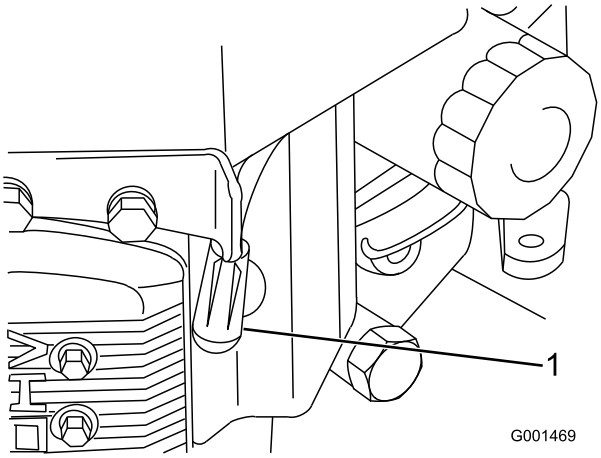

Figura 34
3. Desconecte los cables de las bujías (Figura 34).